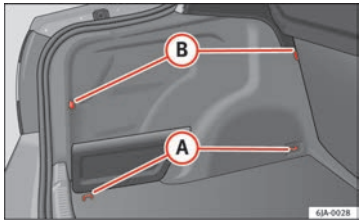

Fig. 75 Luggage compartment: Retaining elements
The following retaining elements are fitted in the luggage compartment ⇒ Fig. 75.
The front ring (B) is below the folding backrest of the rear seats ⇒ Fig. 75. ■